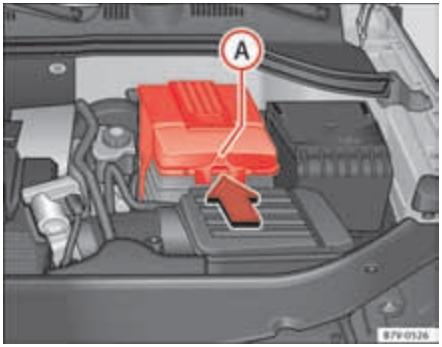

Fig. 180 In the engine compartment: Remove the cover from the vehicle's battery.
- *In the case of a cover:* press the tab ⇒ page 319, fig. 180 (A) in the direction of the arrow and pull the cover upwards.